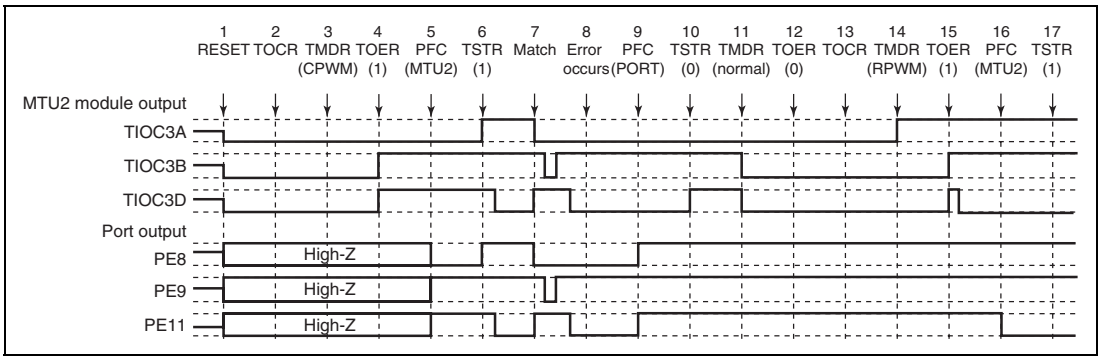

**Figure 10.162 Error Occurrence in Complementary PWM Mode, Recovery in Reset-Synchronized PWM Mode**
**Operation when Error Occurs during Complementary PWM Mode Operation, and Operation is Restarted in Reset-Synchronized PWM Mode:** Figure 10.162 shows an explanatory diagram of the case where an error occurs in complementary PWM mode and operation is restarted in reset-synchronized PWM mode after re-setting.